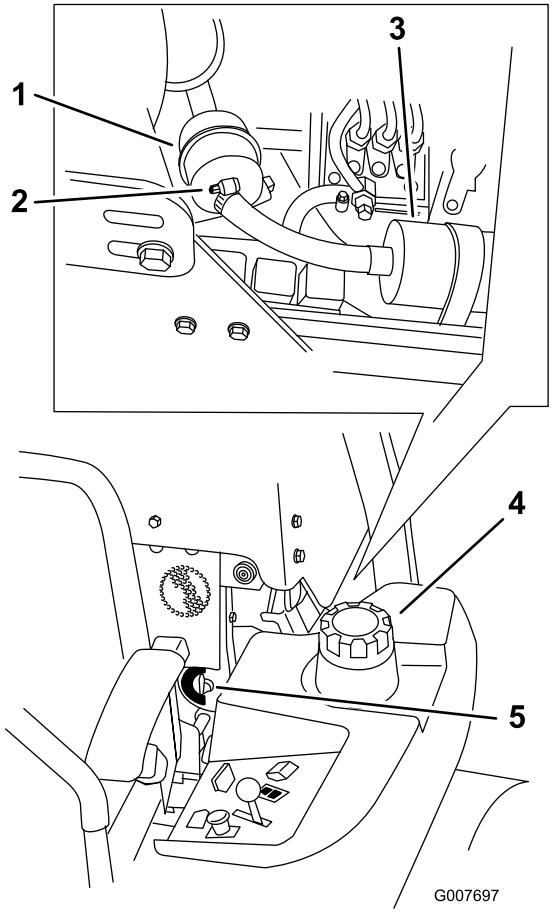

Figur 51
4. Åpne drivstoffventilen(Figur 51).
5. Løsne de to slangeklemmene og koble fra drivstoffslangene fra toppen av filteret (Figur 51).
6. Sett inn et nytt filter. Koble drivstoffslangene til drivstoffilteret og monter de to slangeklemmene (Figur 51).